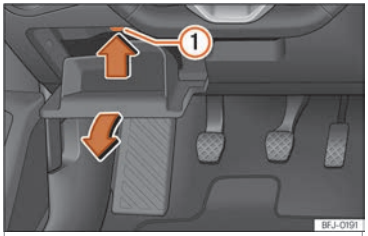

Fig. 49 Sur le combiné d'instruments côté conducteur (conduite à gauche) : cache du boîtier de fusibles.
- Ouvrez le porte-objets du côté conducteur ››› fig. 49.
- Appuyez sur la languette de verrouillage ››› fig. 49 ① vers le haut, dans le sens de la flèche, tout en continuant à ouvrir le vide-poches et retirez-le jusqu'à pouvoir accéder au porte-fusibles.